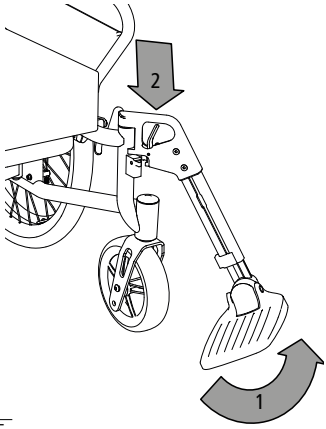

afb. 25
1. Om de beensteunen te verwijderen, moet u eerst de kuitband verwijderen (zie 3.6) en vervolgens de voetenplank. Vervolgens kunt u de voetplaten opklappen (1, afb. 25).
2. Bedien de ontgrendelingshendel (2, afb. 25) en draai de beensteunen naar buiten.